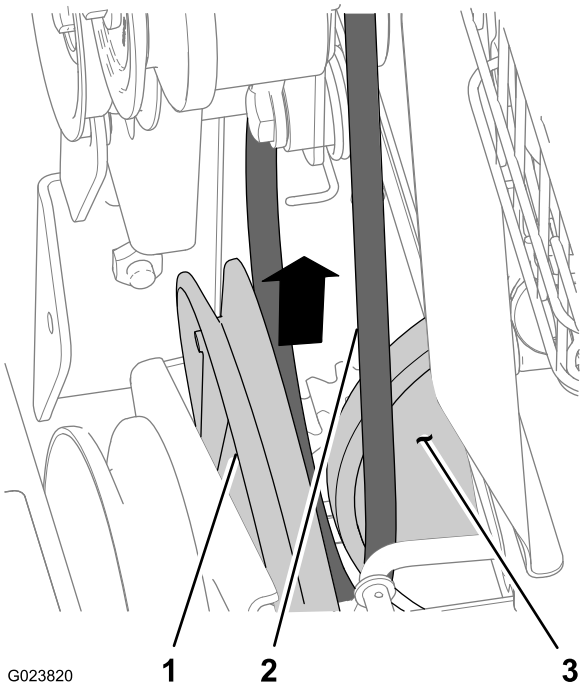

Rysunek 43
6. Zsuń pasek napędu jezdnego z rowka koła pasowego napędu jezdnego i wysuń go pomiędzy kołem pasowym a kołem ciernym (Rysunek 43).
1. Załóż pasek napędu jezdnego między koło cierne a koło pasowe napędu jezdnego (Rysunek 43).